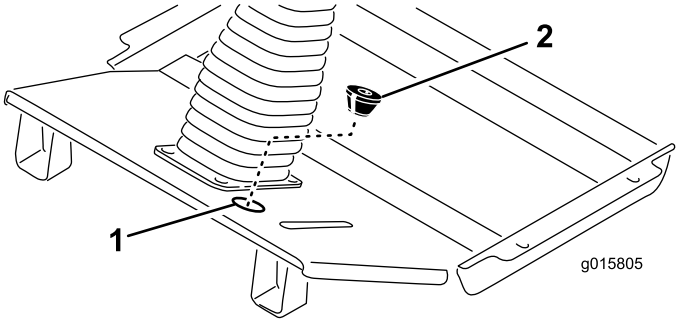

Figur 11
- Før ledningssatsen med (5) koblinger opp langs rattstammen, og koble dem til passende koblinger. Fest ledningssatsen til rattstammen med kabelfester.
- Sett inn resten av ledningssatsen gjennom utstøterhullet i gulvplaten (Figur 11).
- Skjær et spor i medfølgende gummitetning og skjær ut bunnåpningen (Figur 11). Med gummitetningens kjegleende vendt nedover, vikle den rundt ledningssatsen og sett den inn i utstøterhullet i gulvplaten.